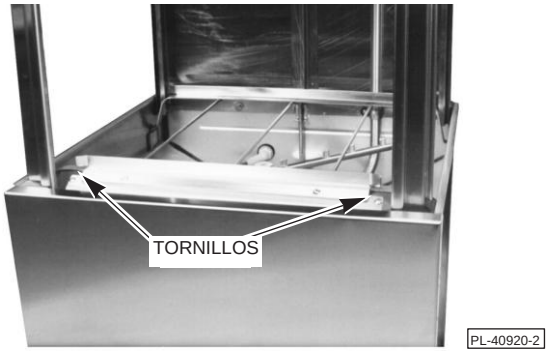

**Fig. 2**
2. Extraiga los dos tornillos y las dos tuercas de los dos bordes exteriores del protector contra salpicaduras(Fig. 2).